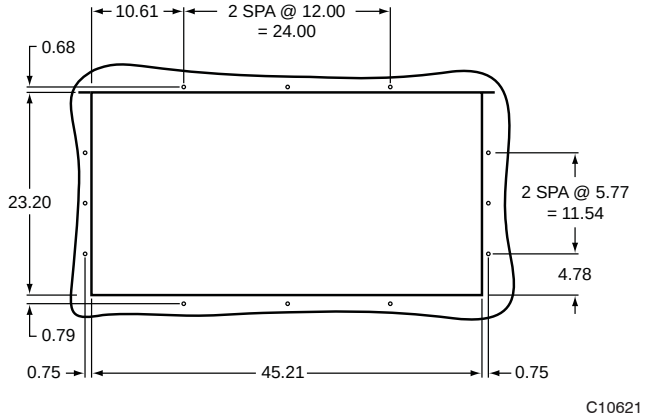

Fig. 31 – Abertura da fixação horizontal de descarga
2. Deixe uma abertura de 45,21" de largura x 23,2" de altura na lateral do duto de ar de retorno, cf. indicado na Fig. 31.